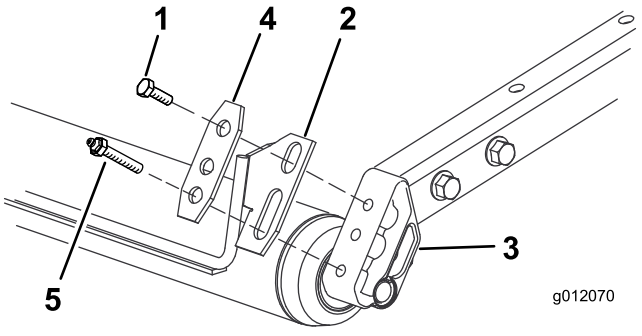

Bild 1
3. Befestigen Sie beide Enden des Abstreifers und eine Abstreiferplatte lose mit der vorher entfernten Schmierpresse bzw. Schraube und einer Schraube (3/8 x 3/4 Zoll) an jeder Rollenbefestigung (Bild 1).